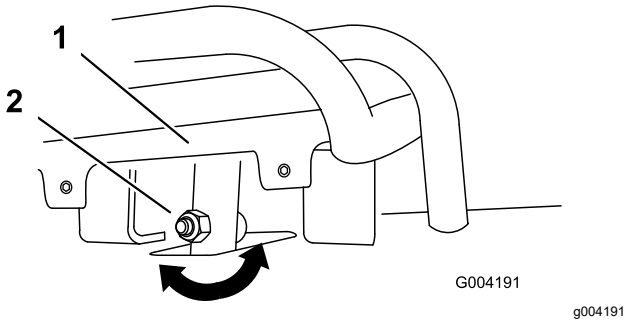
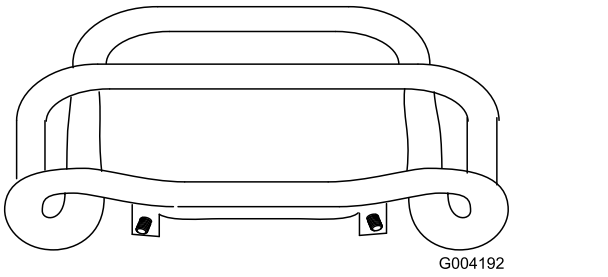

Rysunek 54
Rysunek 55
poluzuj nakrętkę i śrubę kołnierzową na trzonie dźwigni sterowania zespołem jezdnym (Rysunek 54).
5. Wyreguluj dźwignię sterowania zespołem jezdnym, aby po całkowitym przesunięciu do tyłu przylegała całą długością do drążka wzorcowego (Rysunek 54 i Rysunek 55).